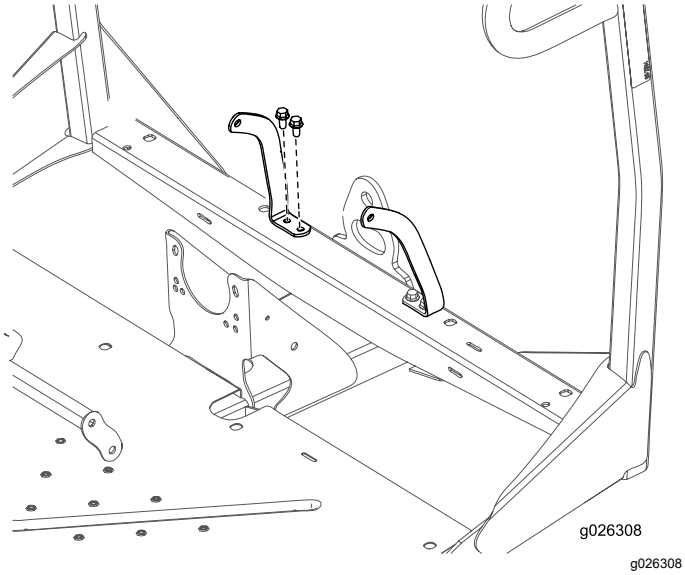

図 9
4. 左右のシートベルトアンカーを前フレームに固定する; ボルト 3/8 インチ 4本と ナット3/8 インチ4個を使用する 図 9。